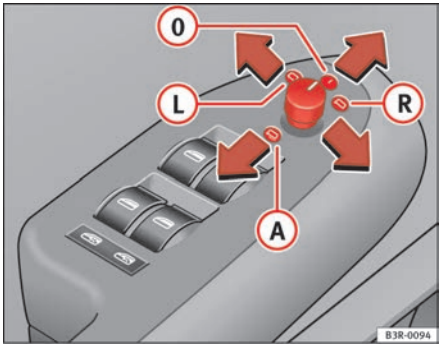

Fig. 103 Detailed view of the armrest: Adjuster knob
– Turn the adjuster knob to position ⇒ fig. 103 (L) (left exterior mirror) or position (R) (right exterior mirror).
When reverse gear is engaged, the mirror surface tilts slightly downwards, provided the mirror control is switched to the exterior mirror on the passenger's side (knob in position R ⇒ page 128, fig. 103). This provides a better view of the kerb when parking.